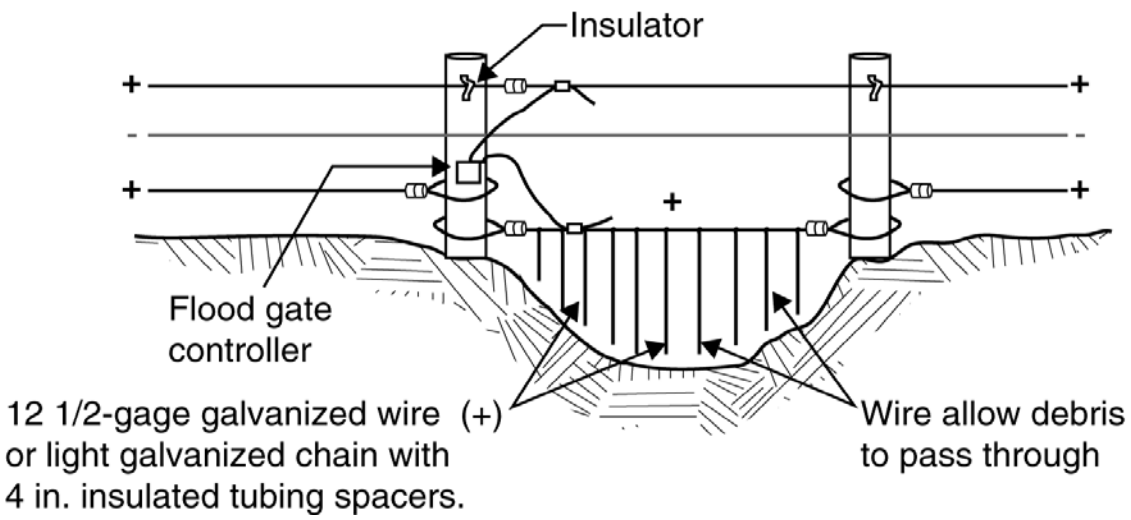

FIGURE 17: STEEL T – POST DIAGONAL CORNER POST FOR ELECTRIC FENCE
5. Steel "T" Post - There are several commercially manufactured systems that incorporate "T" post into bracing assemblies. These should meet or exceed the strength, durability and effectiveness of those provided here (1.33 lbs. /ft) and be installed according to manufacturer guidelines. Commercial or shop-made steel T post brace assemblies comparable to ***Figure 17*** are acceptable where length of pull is 1600 feet or less and number of wires is 3 or less. See ***Figures 17*** and ***18*** for various illustrations of a Steel T Post bracing system for electric fences.